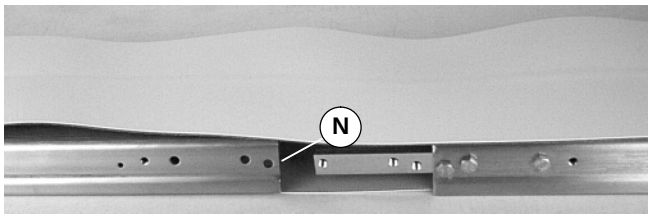

Abbildung 6
4. Den Förderbandrahmen (N Abbildung 6) in die Bandschlaufe plazieren.